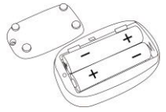

Fig. 3 Installation des piles
A. Voir la Figure 3 pour ouvrir le couvercle du compartiment des piles à l'arrière de l'appareil, et insérer les deux piles A AA dans le bon sens.